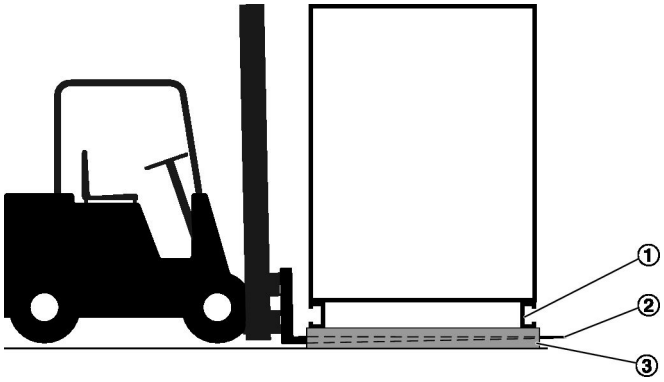

Abb. 5: Transport mit dem Gabelstapler
1. Die Gabeln (Abb. 5 /3) des Gabelstaplers so weit zwischen die Vierkanttransporthölzer (Abb. 5 /2) fahren, dass sie auf der Gegenseite unter dem Grundrahmen (Abb. 5 /1) herausragen.